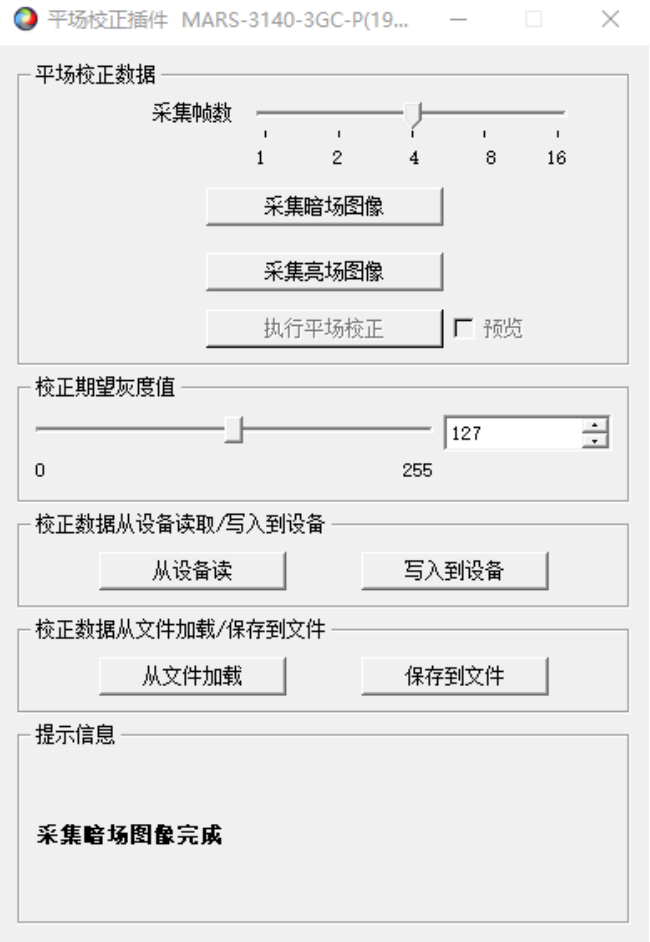

图 9-15 暗场图像符合期望
5) 如果采集的暗场图像符合期望，则执行平场校正时，使用该暗场图像，会在提示框中给出提示，如图 9-15 所示。